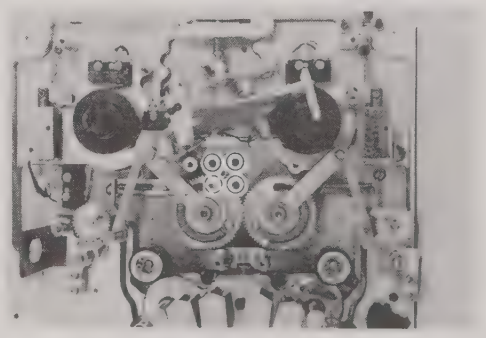

Fig. 5-22
8. Shift left-side slide lever with fingers and unscrew loading DC motor by 4 screws (See Fig. 5-22)